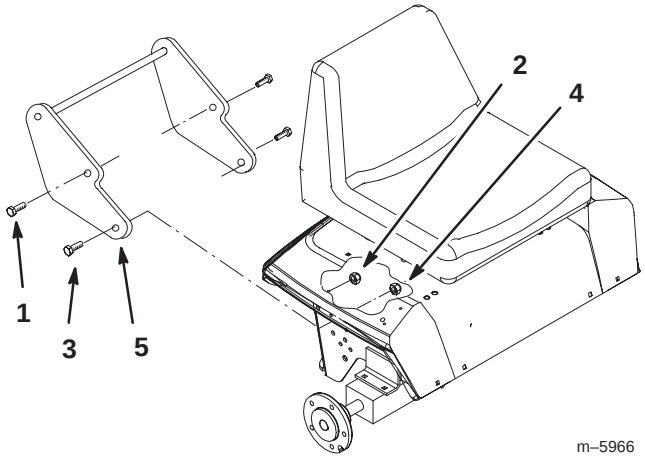

Bild 3
3. Montieren Sie die Schnellanbauvorrichtung mit den zwei Schlossschrauben (3/8 x 1 Zoll) in den zwei hinteren Löchern am Traktor und befestigen Sie sie mit den zwei Sicherungsmuttern (3/8 Zoll) (Bild 3).
4. Setzen Sie zwei Schlossschrauben (1/2 x 1-1/4 Zoll) in die vorderen Löcher ein. Befestigen Sie die Schrauben mit den zwei Sicherungsmuttern (1/2 Zoll) (Bild 3).